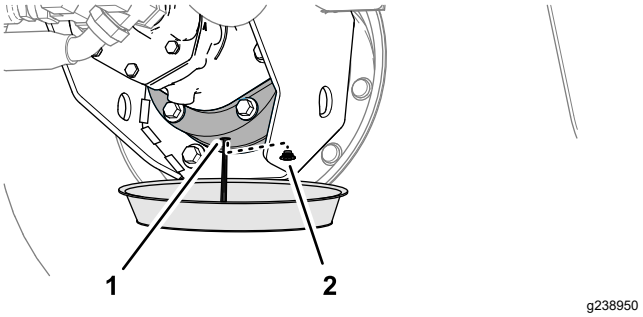

Figur 95
6. Placera ett avtappningskärl under bromshuset, ta bort avtappningspluggen och låt allt smörjmedel rinna ned i kärlet (Figur 95).